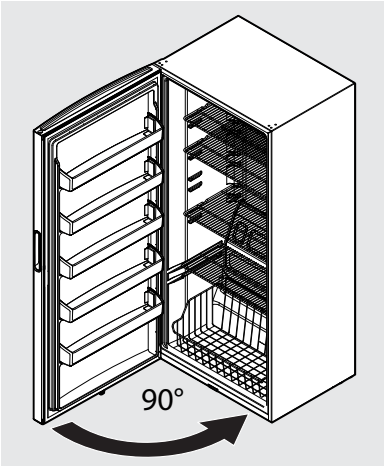

Figure 7
16. Slide the door onto the bottom hinge pin at 90° to the freezer cabinet and close the door (see Figure 7).